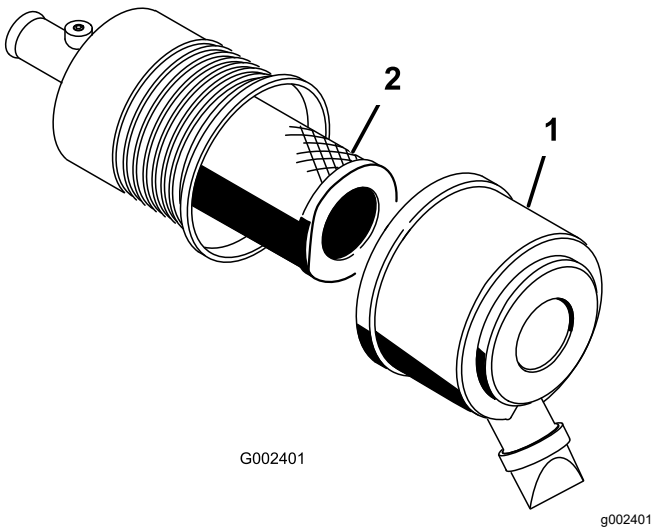

Figuur 52
2. Maak de sluitingen los waarmee het deksel van het luchtfilter is bevestigd aan het luchtfilterhuis (Figuur 52).
3. Verwijder het deksel van het luchtfilterhuis (Figuur 52).
5. Verwijder en vervang het filter (Figuur 52).